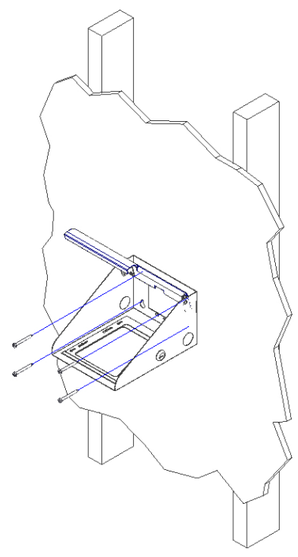

Figure 1 – Use minimum #10 x 2" or larger screws (not included) to fasten right angle mount to wall
Step 2 – Place the mount on the wall where it is to be installed (it is recommended that you mount directly to a stud if possible) and mark the screw locations. Use a minimum of two (2) #10 x 2" or larger screws (not included) to secure the mount in place. However, if there is no stud at the mounting location, it is recommended that you use a minimum of 4 suitable anchors to secure the mount in place (Figure 1). Due to the weight of this unit, plastic expansion wall anchors are not adequate for drywall installations. During installation, Oberon recommends that one of the following be used: 1) threaded drywall anchors; 2) threaded drywall toggles; 3) sleeve type hollow wall anchors (a.k.a. molly bolts); or 4) toggle bolts.